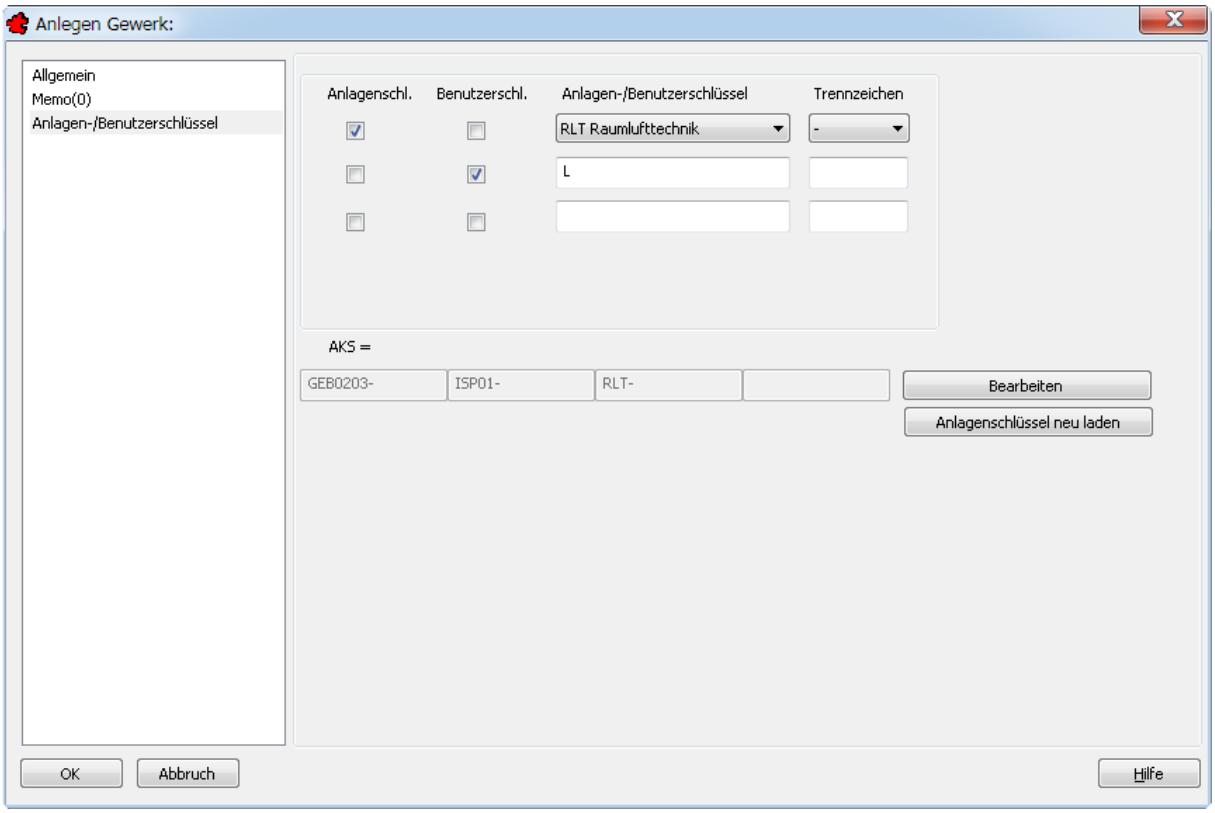

Bild 24.10 – Gewerk: Zuordnung von Texten zu Anlagen- und Benutzerschlüsseln
- Der Benutzerschlüssel erhält nur den Buchstaben **L**. Laden Sie den *Anlagenschlüssel neu* und bestätigen Sie (Abb. 24.10).